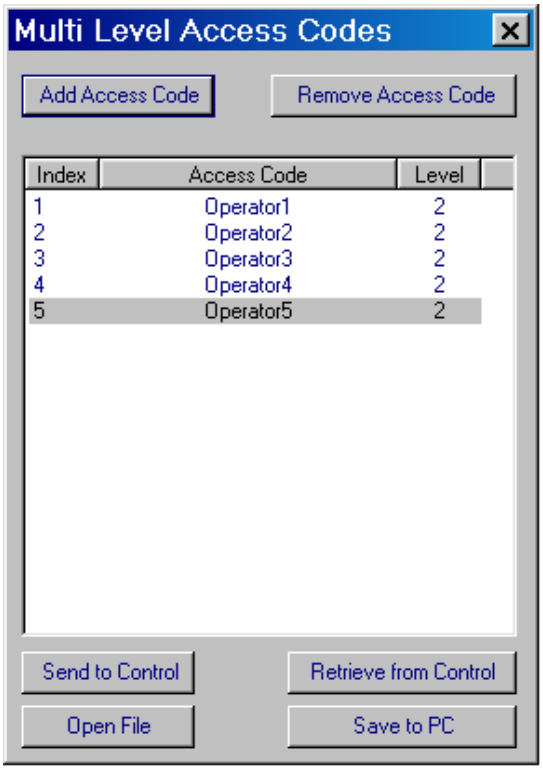

Figure 4-4 Multi Level Access Code Dialog Screen
1. Select **Utility/Multi Level Access Code/Send/Retrieve** from the TapTalk® toolbar. TapTalk will display the "Multi Level Access Code" dialog screen (Figure 4-4).